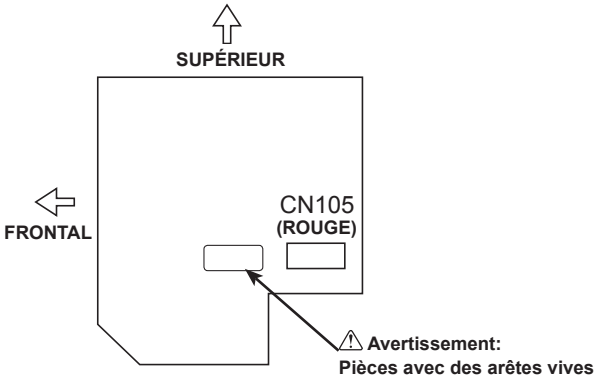

Fig. 6-6
7. Raccorder correctement le code électrique de l'interface radiofréquence au connecteur CN105 (ROUGE) du panneau du contrôleur intérieur. (Fig. 6-6)